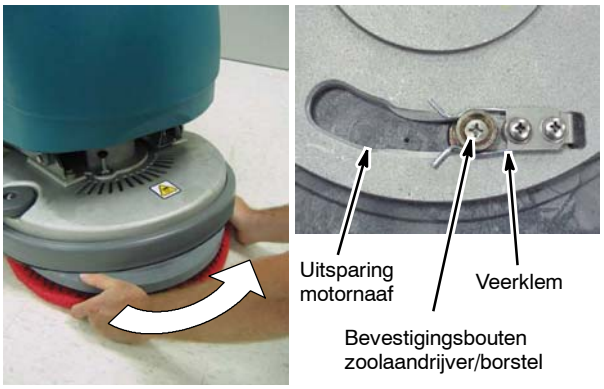

AFB. 11
5. Lijn de montagebouten van de zoolaandrijver/borstel uit met de sleuven van de motornaaf en geef de zoolaandrijver/borstel een snelle draai tegen de klok in, zodat de veerklem vastgrijpt (afbeelding 11).